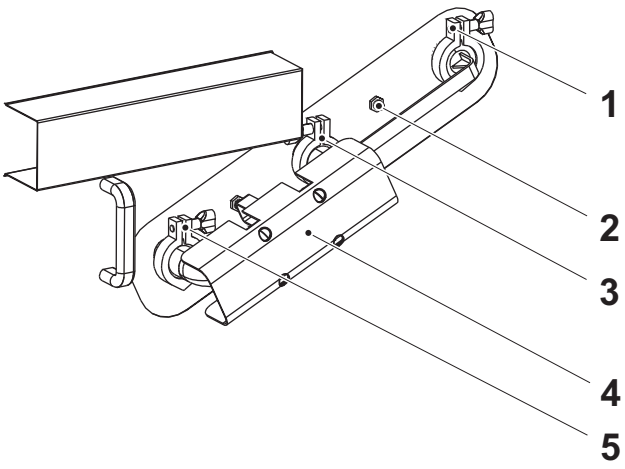

Fig 2 Posición de producción
a) Conectar el tubo (4) para la producción.
b) Retirar las abrazaderas (1), (3) y (5). Retirar el tubo.
c) Girar el tubo como se muestra en la Fig 2, Posición de producción. Comprobar que las guarniciones están en sus posiciones.